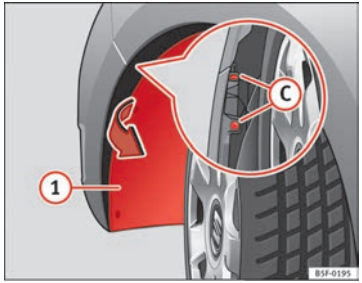

Fig. 190 Fog light: access to the connector and to the light bulb holder
– Pull the wheel housing (1) ⇒ Fig. 190 to access the 2 hidden screws (C) ⇒ Fig. 190 in the bumper.